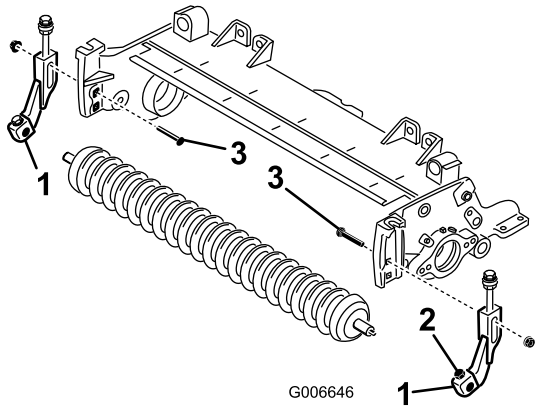

Figura 6
11. Centrate il rullo tra le staffe dell'altezza di taglio e bloccatelo sulle staffe con le viti a testa cilindrica e i dadi di bloccaggio (Figura 6).